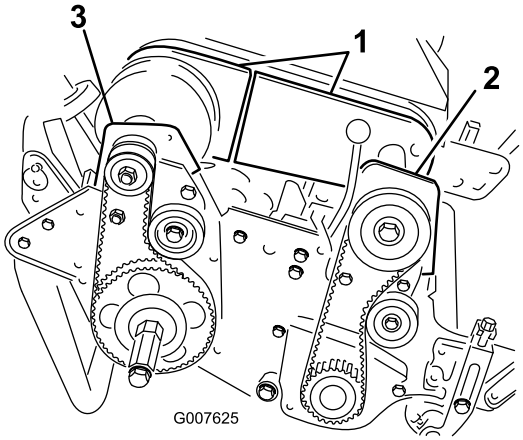

Rysunek 41
4. Usuń śruby mocujące przednie i tylne sekcje pokrywy mechanizmu różnicowego do obudowy mechanizmu różnicowego i rozsuń sekcje pokrywy, aby odsłonić pasek (Rysunek 41).
6. Zdemontuj 2 śruby i przeciwnakrętki mocujące obudowę przedniego sprzęgła do płyty bocznej (Rysunek 41).
8. Usuń 2 śruby i przeciwnakrętki mocujące obudowę tylnego prawego łożyska do płyty bocznej (Rysunek 41).